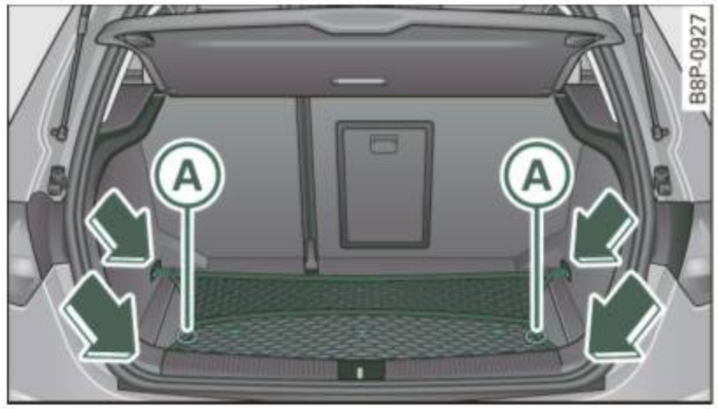

Fig. 83 Luggage compartment: cargo net
– Engage all four hooks into the fastening eyes ⇒ fig. 83.